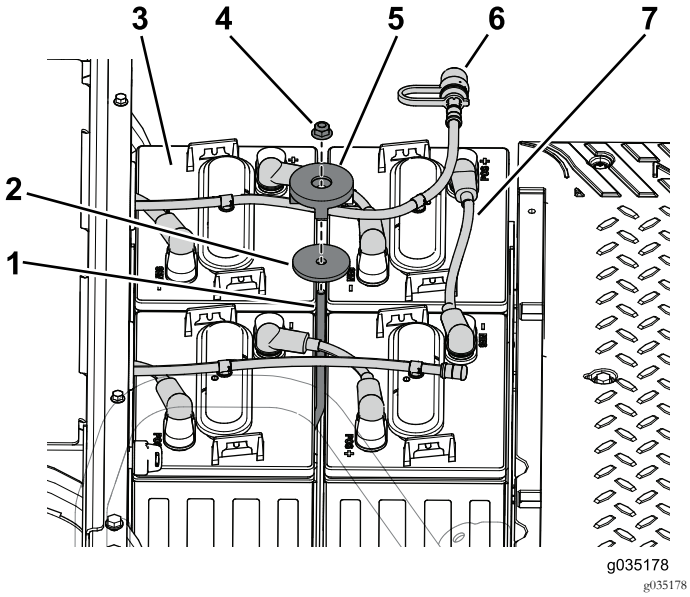

Рисунок 56
1. Отверните фланцевую гайку, снимите прижим аккумуляторной батареи и шайбу, с помощью которых аккумуляторные батареи крепятся в поддоне (Рисунок 56).
2. Отсоедините шланг доливки воды от аккумуляторных батарей в переднем поддоне аккумуляторных батарей (Рисунок 56).